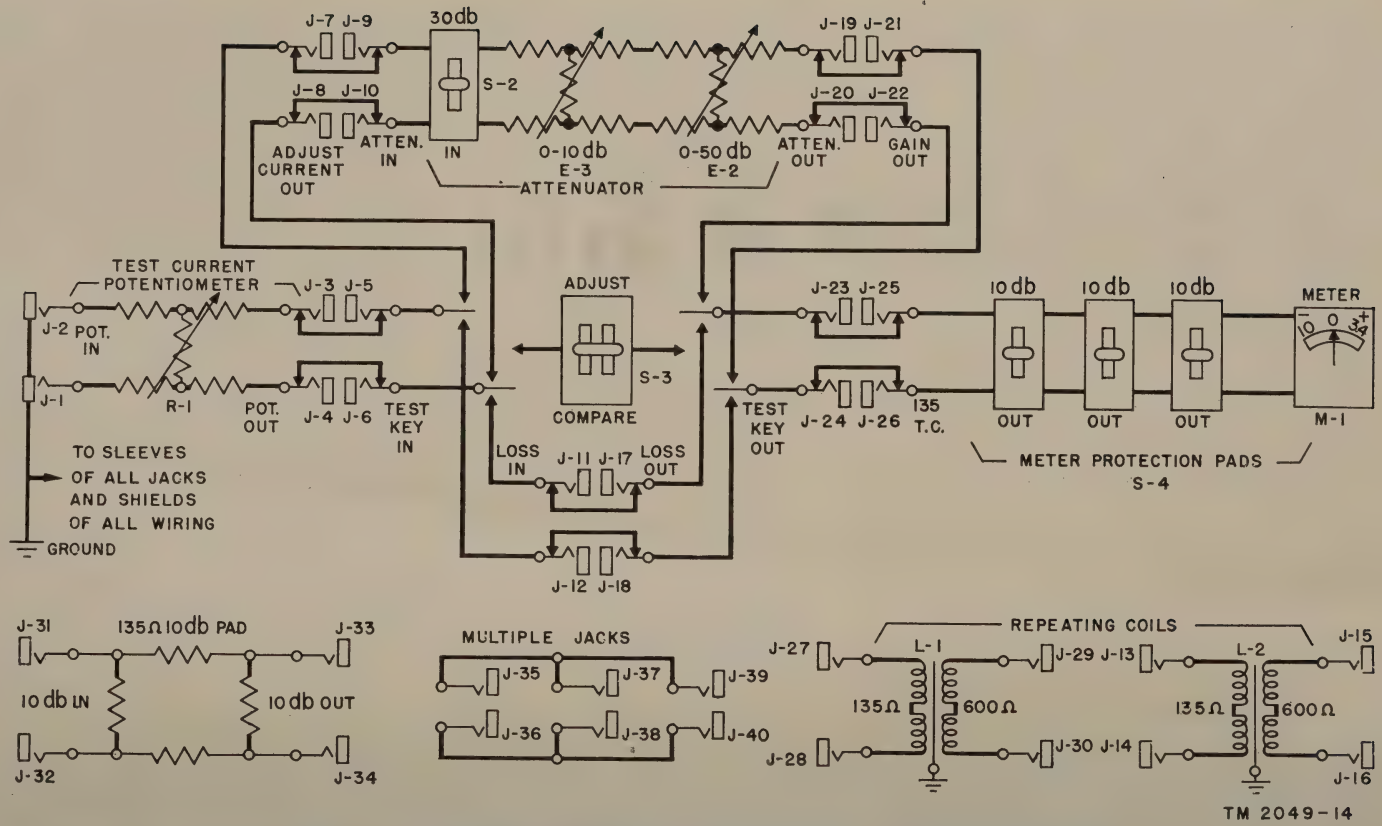

Figure 19. Transmission Measuring Set TS-569/FT, simplified schematic.
(1) Trouble-shooting chart (par. 45).
(2) Simplified schematic diagram of Transmission Measuring Set TS–569/FT (fig. 19).